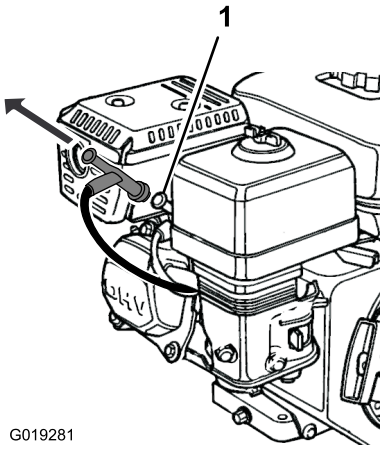

Figure 3
4. Débranchez le fil de la borne de la bougie avec précaution (Figure 3).